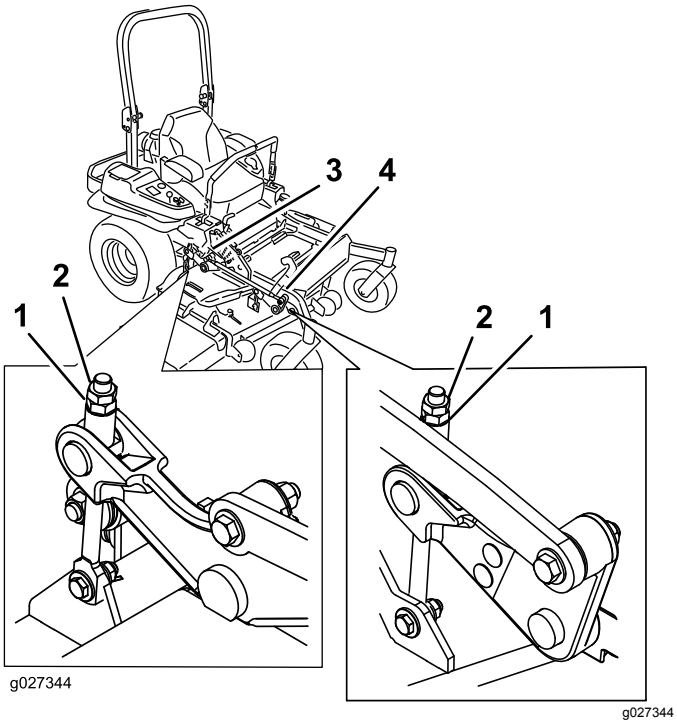

Figur 97
10. Vrid på justermuttern på det främre däckets lyftanordning för att finjustera (Figur 97).